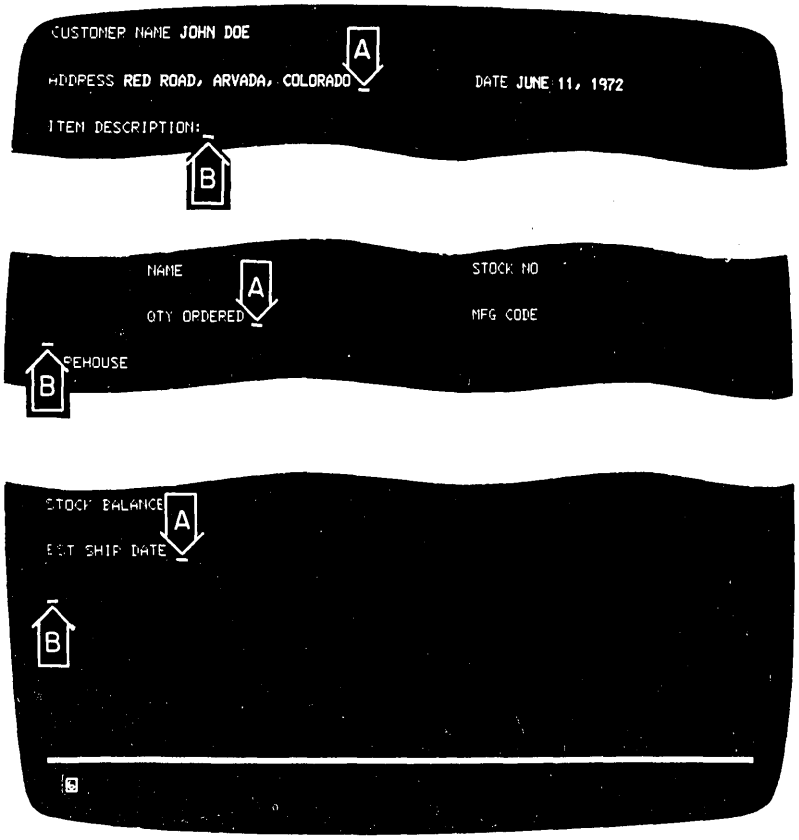

Figure 3-20. New Line Key Operations
2. If the screen is formatted, the cursor moves to one of three locations as described in the following examples (the New Line key is pressed when the cursor is located at A in Figure 3-20; then, the cursor moves to location B):
a. *A character position within the next line,* as shown in the top example in Figure 3-20. In this case, the cursor is placed in the first input character location past the protected field called "ITEM DESCRIPTION:".
b. *The first character position in the next line,* as shown in the middle example of Figure 3-20. In this case, no protected field or character is present at the first character position in the next line; therefore, the cursor is positioned at the left margin in the next line.